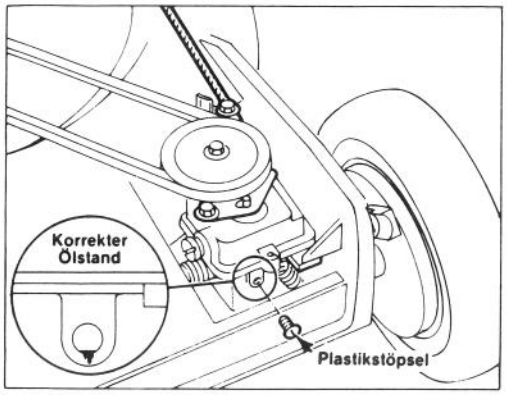

Abbildung 17
2. ÜBERPRÜFUNG DES GETRIEBEÖLSTANDS (Abb. 17)—Mäher auf ebenen Boden stellen und um den Plastikstöpsel herum säubern. Plastickstöpsel entfernen und auf das Heraussickern des Öls aus dem Loch achten. Wenn Getriebeöl herausickert, unverzüglich den Plastickstöpsel